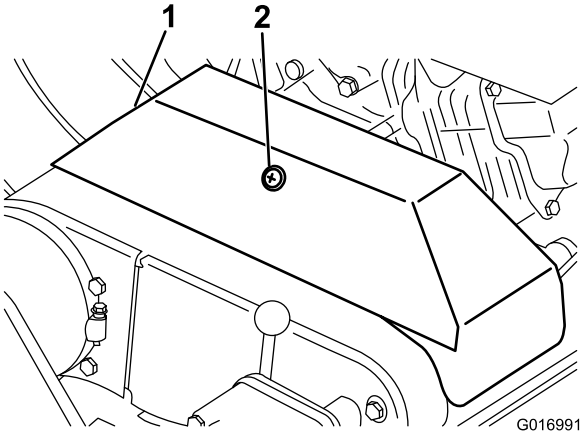

Figur 43
2. Løsne på holderen som fester V-remdekslet, og vri til dekslet åpner seg (Figur 43).